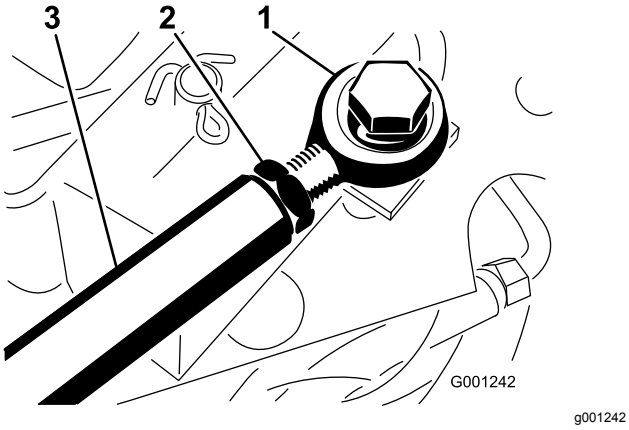

Figur 77
Hvis trekkpedalen krever mer justering, kan du justere trekkstaget (Figur 77) på følgende måte:
2. Løsne låsemutteren som fester stagets ende til trekkstaget (Figur 77).
4. Stram låsemutteren (Figur 77) og fest stagets ende til trekkpedalen med bolten og mutteren som ble fjernet for å låse vinkelen på pedalen.